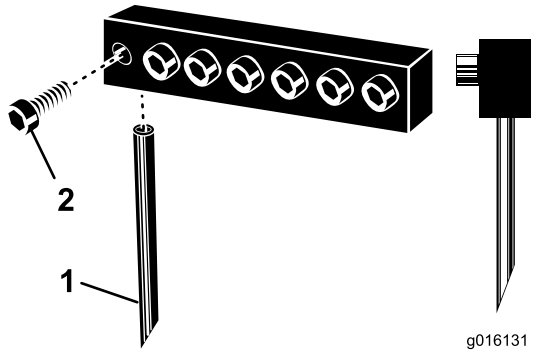

**Figur 27**
3. Lossa klämbultarna och ta bort de luftarpinnar som användes tidigare (Figur 27).
**Obs:** Ihåliga hålpipor ska placeras med utmatningsskåran bakåt, medan solida luftarpinnar ska vara vända med den vinklade pinnspetsen mot maskinen (Figur 27).